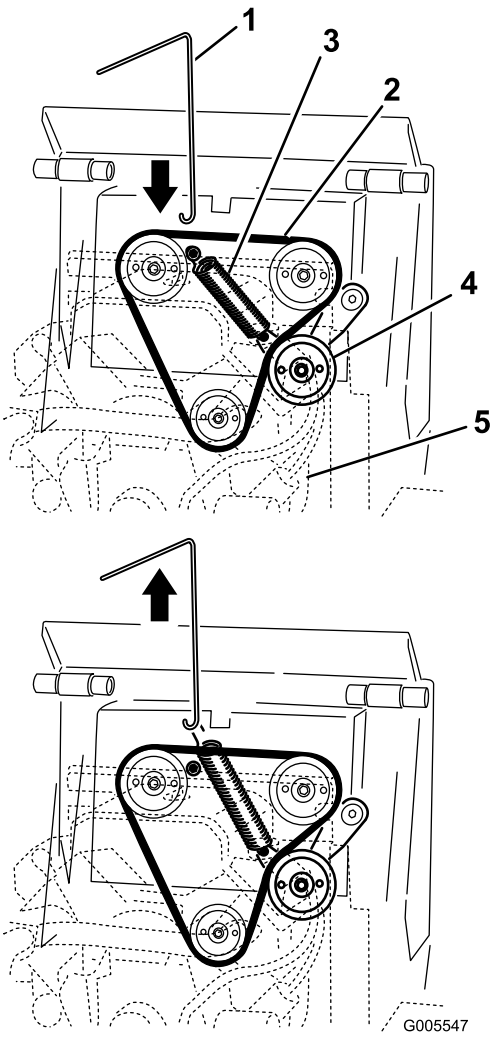

Figuur 45
3. Sluit de haak van de veerverwijderaar aan op de haak van de spanpoelieveer en maak de veer los zoals afgebeeld in Figuur 45.